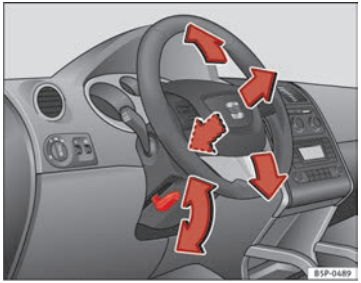

Fig. 136 Adjusting the steering wheel position
– Push the lever under the steering column ⇒ fig. 136 down ⇒ ⚠.